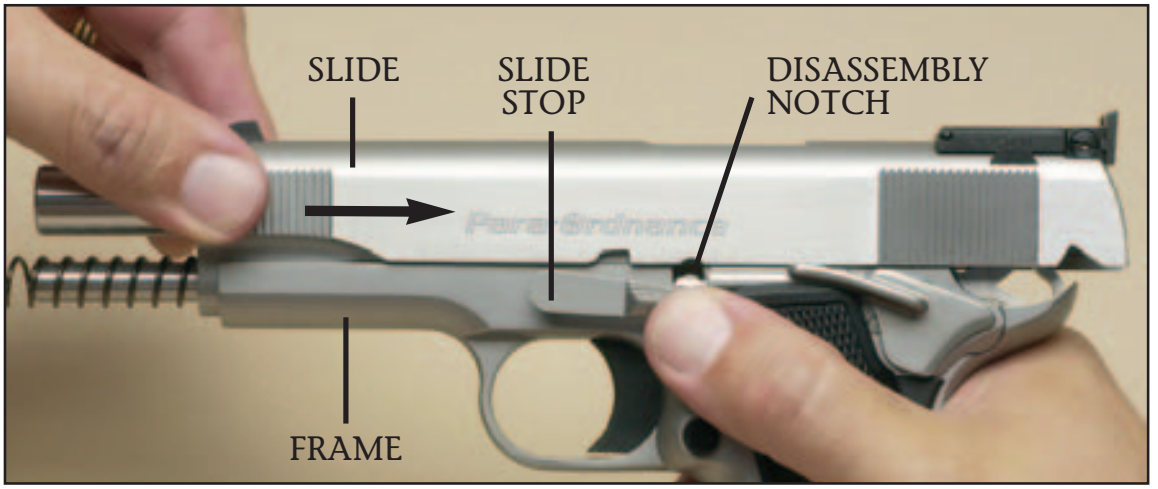

Figure 13
STEP 6. Grip the frame with one hand and the slide with the other (***Figure 13***). Now push the slide rearward to properly align the disassembly notch. Snap the slide stop pin into place by pressing up and against the slide stop detent.